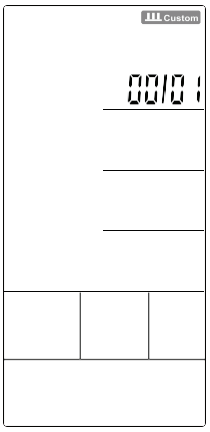

Figure 32
1. Press INTERVAL to select INTERVAL CUSTOM, press ENTER to enter into this mode then **INTERVAL CUSTOM** 00/XX flashes to be set along with buzzer beeps ls. Press UP/DOWN to set 00/XX within 1-99 Circularly. Press ENTER to confirm along with buzzer beeps ls then enter into next setting.(Figure 32)